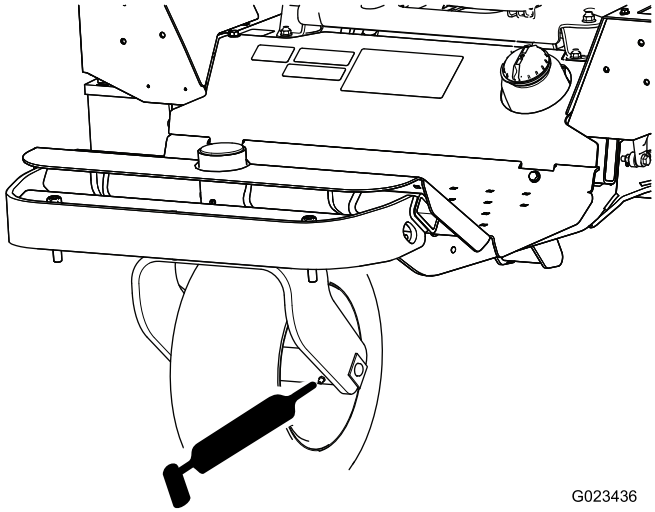

**Рисунок 34**
- Подшипник переднего колеса (1)—Рисунок 34